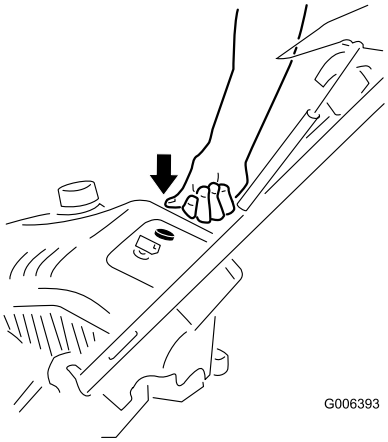
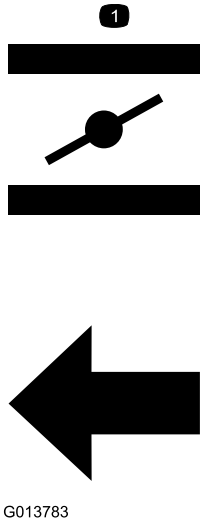

Figur 15
Figur 16
3. Trykk inn primeren bestemt tre ganger med tommelen. Hver gang holder du primeren inne i ett sekund før du slipper den (Figur 15 og Figur 16).